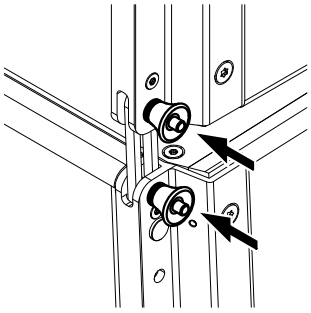

Abb. 3: SUB zu SUB, 2.5° Öffnungswinkel, offen
c. SUB zu SUB mit 2.5° Öffnungswinkel (offen ⇒ Abb. 3) zwischen den Lautsprechern.